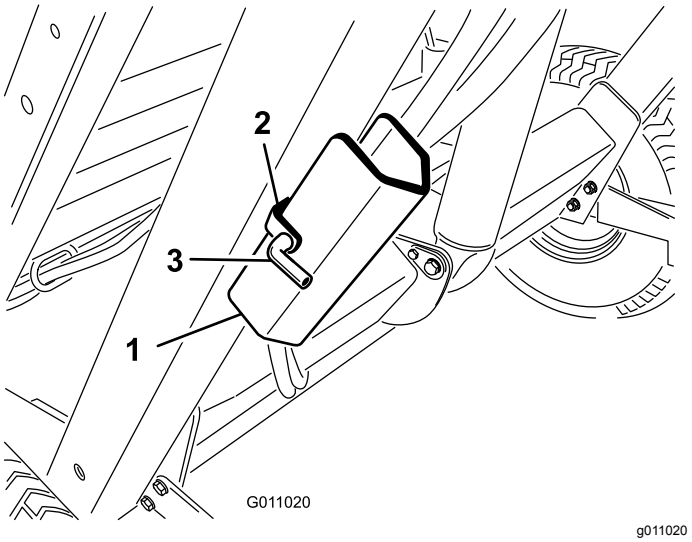

Figur 26
2. Fjern hårnålssplinten og bolten som fester støttepilaren til lagringsbraketten på maskinrammen (Figur 26). Fjern støttepilaren for beholderen.